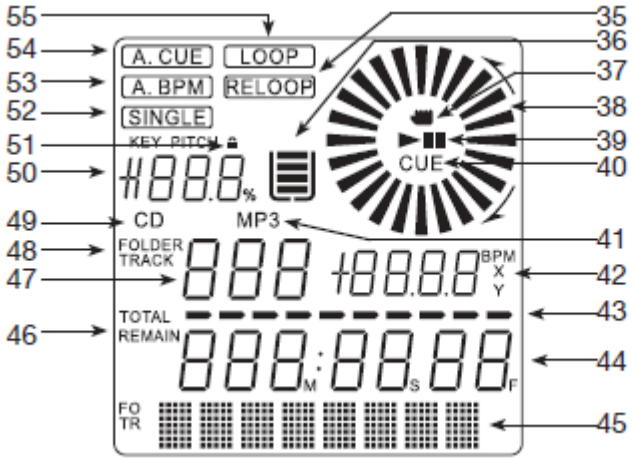

Rysunek 6
D. PANEL WYŚWIETLACZA LCD (RYSUNEK 6)